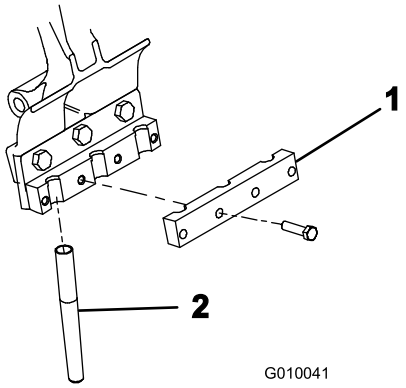

Figura 25
4. Instale, sem apertar, uma barra de fixação a cada suporte de dente com 4 parafusos (3/8 x 1-1/2 pol.) (Figura 25). Não aperte os parafusos.